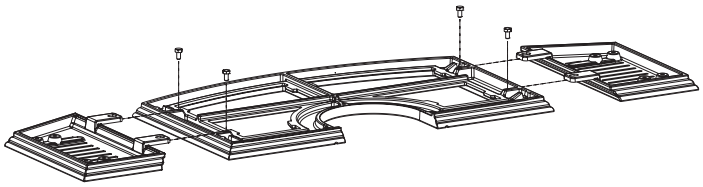

Figure 22
4. Place left and right side shelves in place shown in Figure 22.
8. Attach side shelf supports one at a time, using two ¼-20 hex head bolts per support, sliding support flush to casting before fully tightening bolts as shown in Figure 22.
***NOTICE*:** Due to inherent properties of the casting process, non-combustible shims may be required to level accessory side shelves to the casting top. These shims are provided in the form of washers to be used on either side of the bolts. See Figure 22. If accessory shelf angles downward, toward the floor, washer(s) will need to be added to the center side of the bolt. Conversely, if the accessory side shelf angles upward, toward the ceiling, washer(s) will need to be added to the outside of the top casting side of the bolt. See Figure 25.